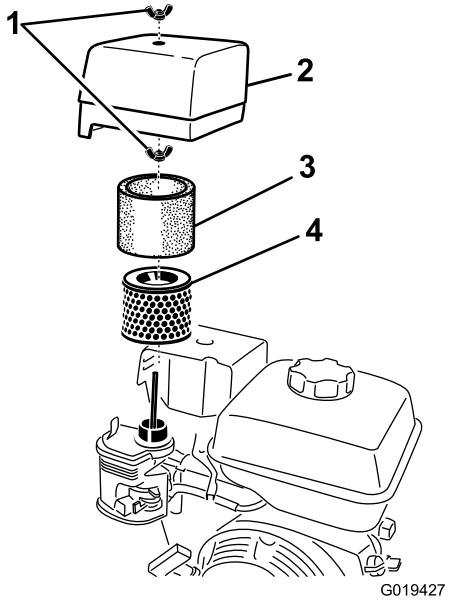

Figura 14
3. Retire la tuerca que sujeta la tapa (Figura 14).
6. Separe cuidadosamente de la base los elementos de gomaespuma y de papel (Figura 14).
7. Separe el elemento de gomaespuma del elemento de papel (Figura 14).